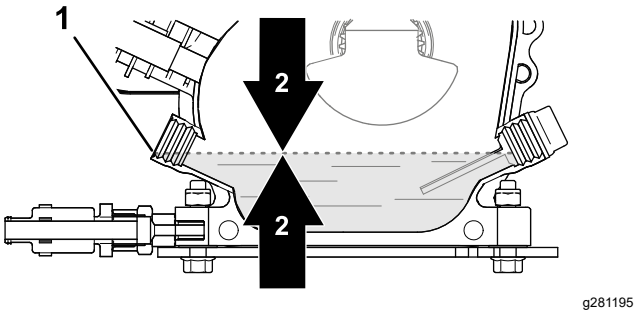

**Рисунок 28**
4. Проверьте уровень масла (Рисунок 28).